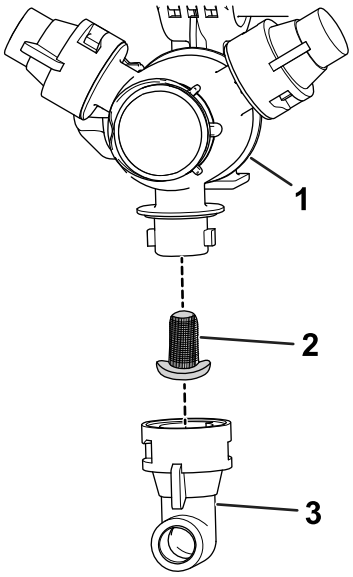

Figura 115
2. Retire la boquilla de la torreta de fumigación (Figura 115).
3. Retire el filtro de boquilla usado (Figura 115).
4. Instale el filtro de boquilla nuevo (Figura 115).
5. Instale la boquilla en la torreta de fumigación (Figura 115).